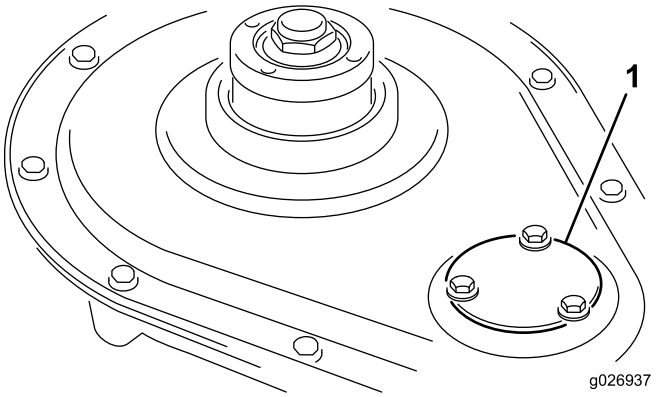

**Figure 15**
3. Remove the reel pinion cover (Figure 15).